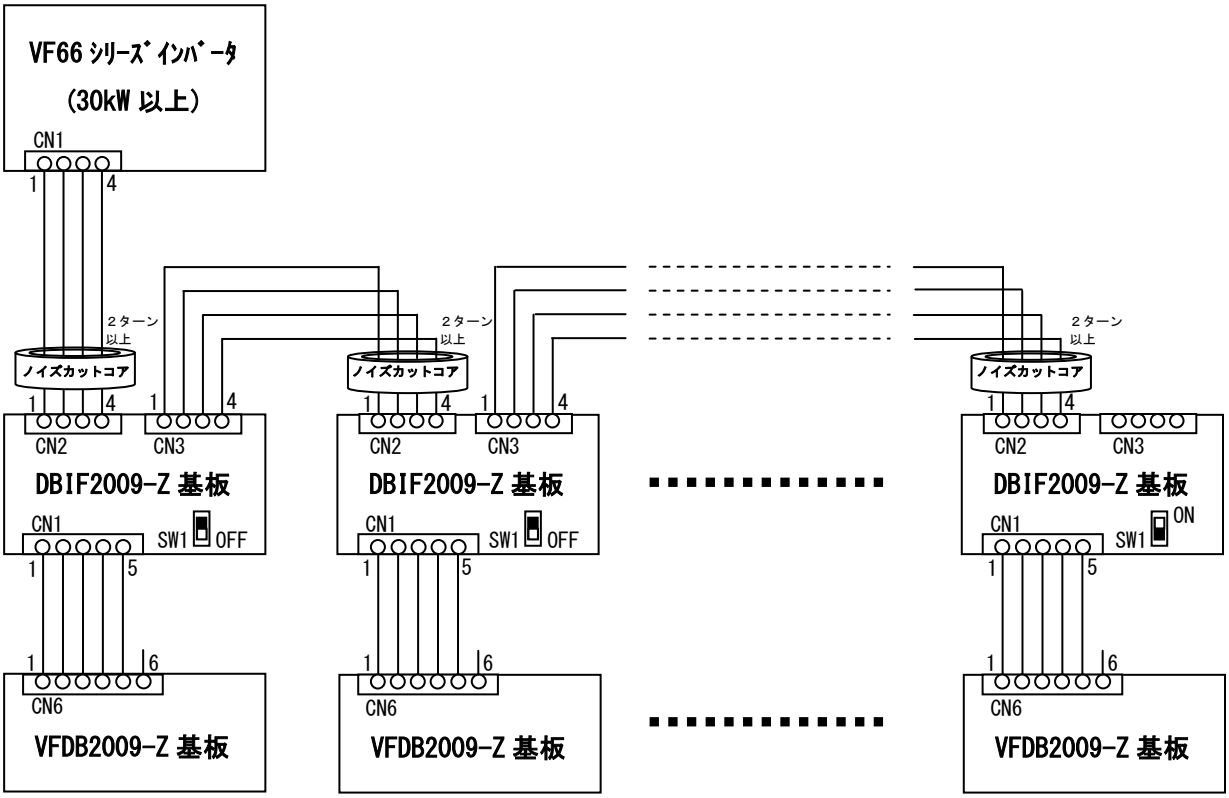
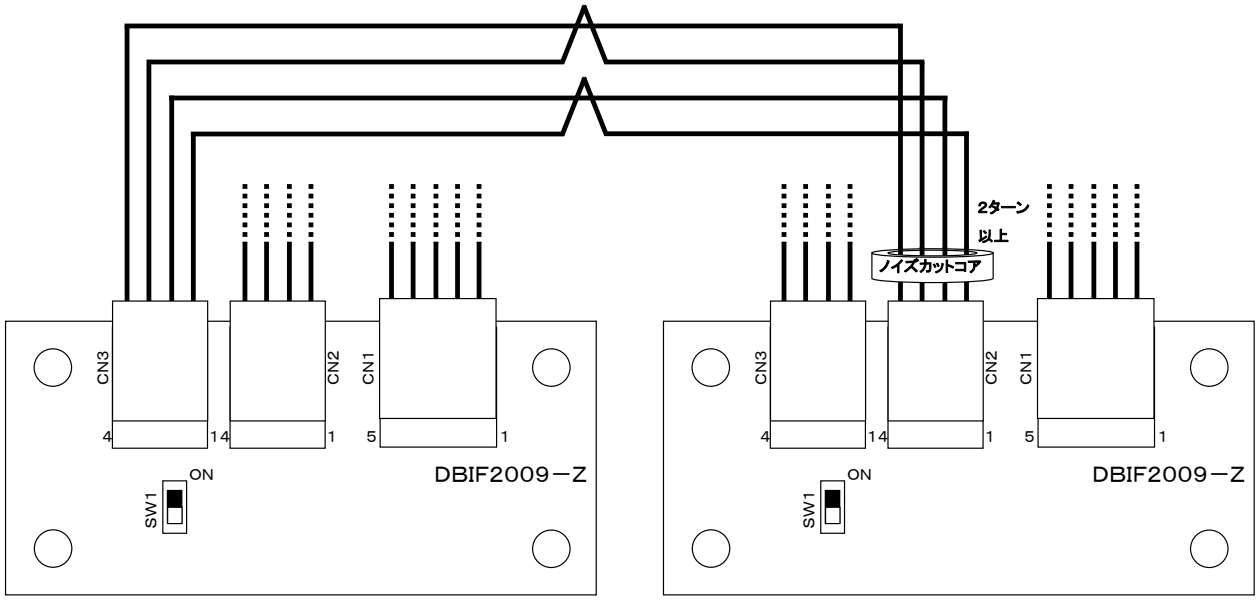
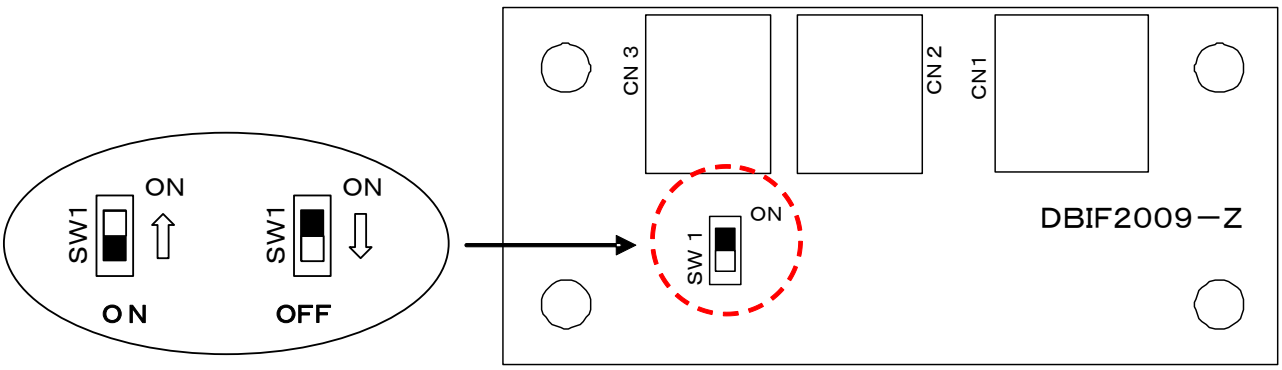

図 7-5　ＤＢユニット並列使用時（最大並列数６台）の接続と終端抵抗スイッチ設定
図 7-11　ＤＢＩＦ２００９－Ｚ基板とＤＢＩＦ２００９－Ｚ基板との接続
図 7-12　ＤＢＩＦ２００９－Ｚ基板の終端抵抗の切り換え
⑦ 上記⑥で作製したケーブルを、ＤＢＩＦ２００９－Ｚ基板のＣＮ２、ＣＮ３のどちらか空いているコネクタと接続します。複数台のＤＢユニットと並列接続する場合は、図 7-5、図 7-11 を参照にケーブルの接続を行ってください。
⑧ ＤＢＩＦ２００９－Ｚ基板上にある終端抵抗スイッチＳＷ１を切り換えます。スイッチをＯＮ側に動かせばスイッチＯＮとなり、反対側に動かせばスイッチＯＦＦとなります。詳しくは図 7-5、図 7-12 をご参照ください。